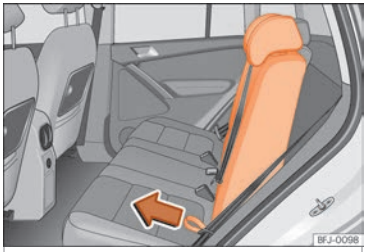

Fig. 114 Rabattre et relever le dossier de la banquette arrière.
- Tirez la boucle ››› fig. 114 vers l'avant dans le sens de la flèche, tout en soutenant le dossier du siège et rabattez-le lentement vers l'avant ››› ⚠.